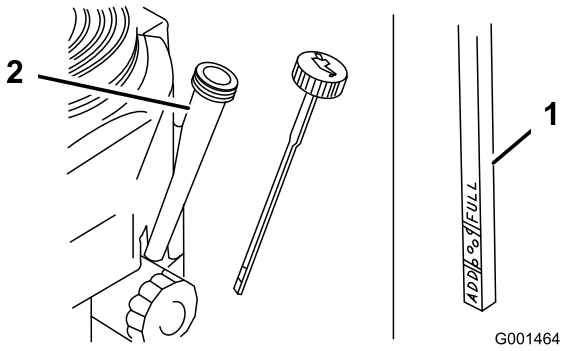

Figur 36
4. Gör rent omkring oljestickan (Figur 36) så att smuts inte kan falla ned i påfyllningshålet och orsaka motorskador.
5. Skruva loss oljestickan och torka ren änden (Figur 36).
6. Stick ned oljestickan så långt det går i påfyllningsröret, men skruva inte fast den (Figur 36).
8. Häll långsamt i cirka 80 % av angiven olja i påfyllningsröret (Figur 36).